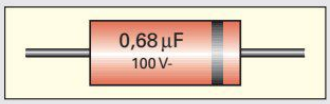

Bild 1: Folienkondensator
2. Ein Folienkondensator **(Bild 1)** hat ein 1,5 µm dickes Dielektrikum aus Polyester **(Tabelle)**. Wie groß müsste die wirksame Plattenfläche A eines Plattenkondensators gleicher Kapazität mit dem Dielektrikum Luft statt Polyester sein?
Aus Bild 1: $C = 0{,}68\ \mu\text{F}$;